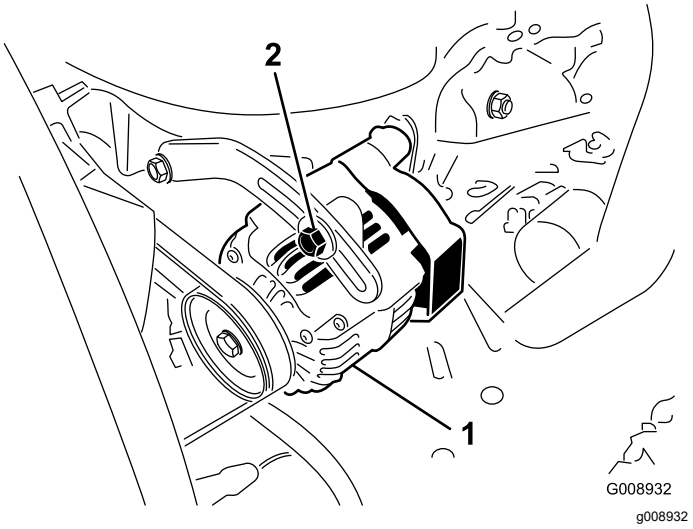

Figur 116
Kontrollera remmarnas tillstånd och spännkraft (Figur 116) var 100:e körtimme.
3. Om nedböjningen inte är 10 mm lossar du generatorns fästbultar (Figur 116).